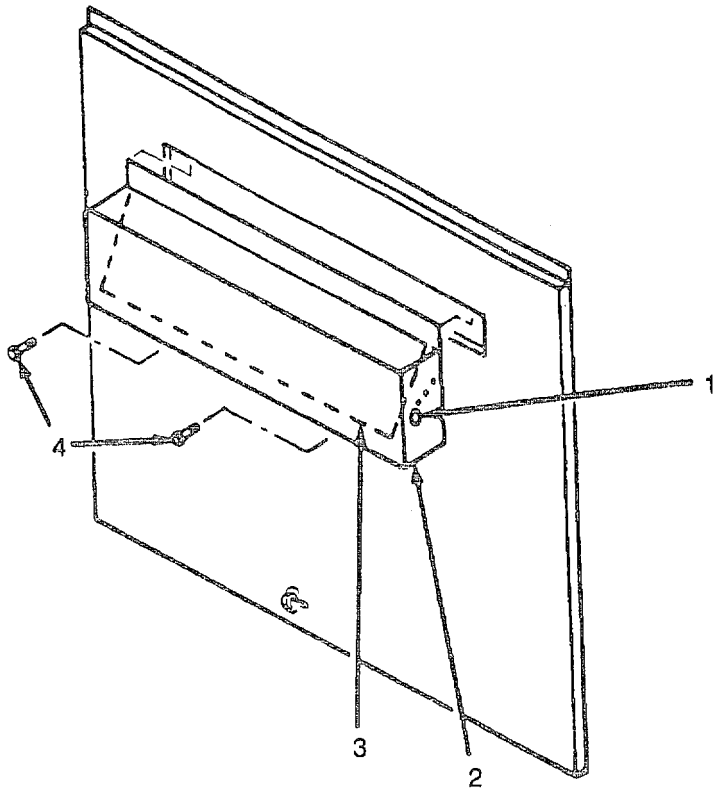

Figure 4-17. Fresh Air Damper
(1) Remove setscrew (1, Figure 4-17) on the right side of the fresh air damper (2) and slide the blade (3) to the desired position, aligning hole in blade with one of the holes in the side of the damper.
(2) Install setscrew in new hole.
(3) Install both front door assemblies. See para 4-17.
(1) Remove the two screws (4, Figure 4-17) at the bottom of the fresh air damper (2).
(2) Pull the fresh air damper down and away from the bottom front door assembly.
(1) Slide the top lid on the fresh air damper (2, Figure 4-17) up into the slot on the bottom front door assembly.
(2) Secure the fresh air damper to the bottom front door assembly with the two screws (4).